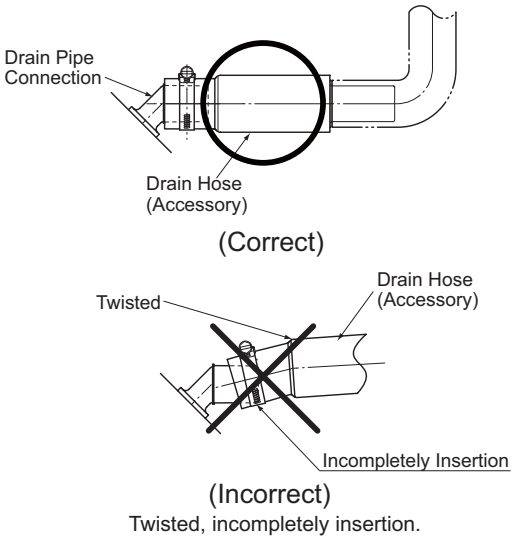

Fig. 6.2 Insertion of Drain Hose
* Fully insert the drain hose to the end of the drain pipe connection as shown in Fig. 6.2. If not, or twisted, it will cause water leakage.